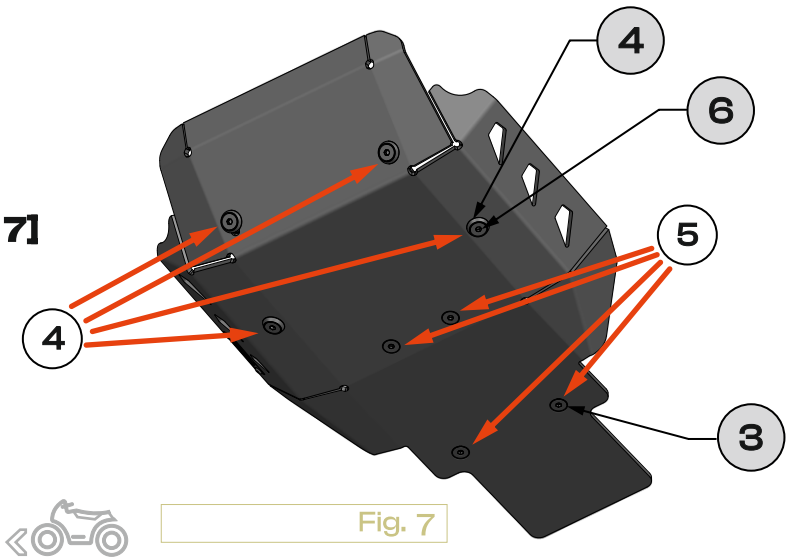

Fig. 7
5. Screw the skid plate **[1]** to bracket **[2]** mounting points using screws **[3]. [Fig. 7]**